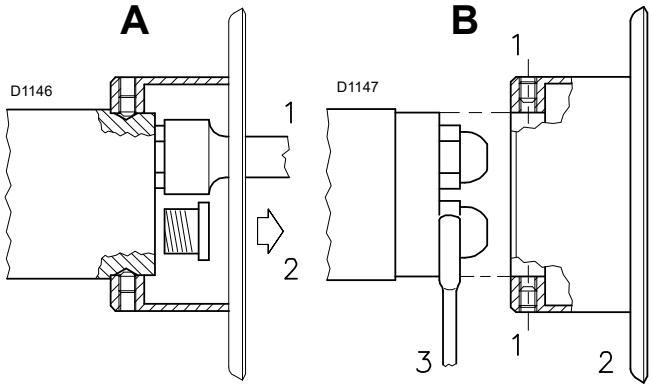

Fig. 16
- ➤ Monter les deux gicleurs avec la clé à tube 1)(A-Fig. 16) (de 16 mm), après avoir enlevé les bouchons en plastique 2)(A-Fig. 16), en passant par l'ouverture centrale du disque de stabilité de flamme ou bien desserrer les vis 1)(B-Fig. 16), enlever le disque 2)(B-Fig. 16) et remplacer les gicleurs avec la clé 3)(B-Fig. 16).